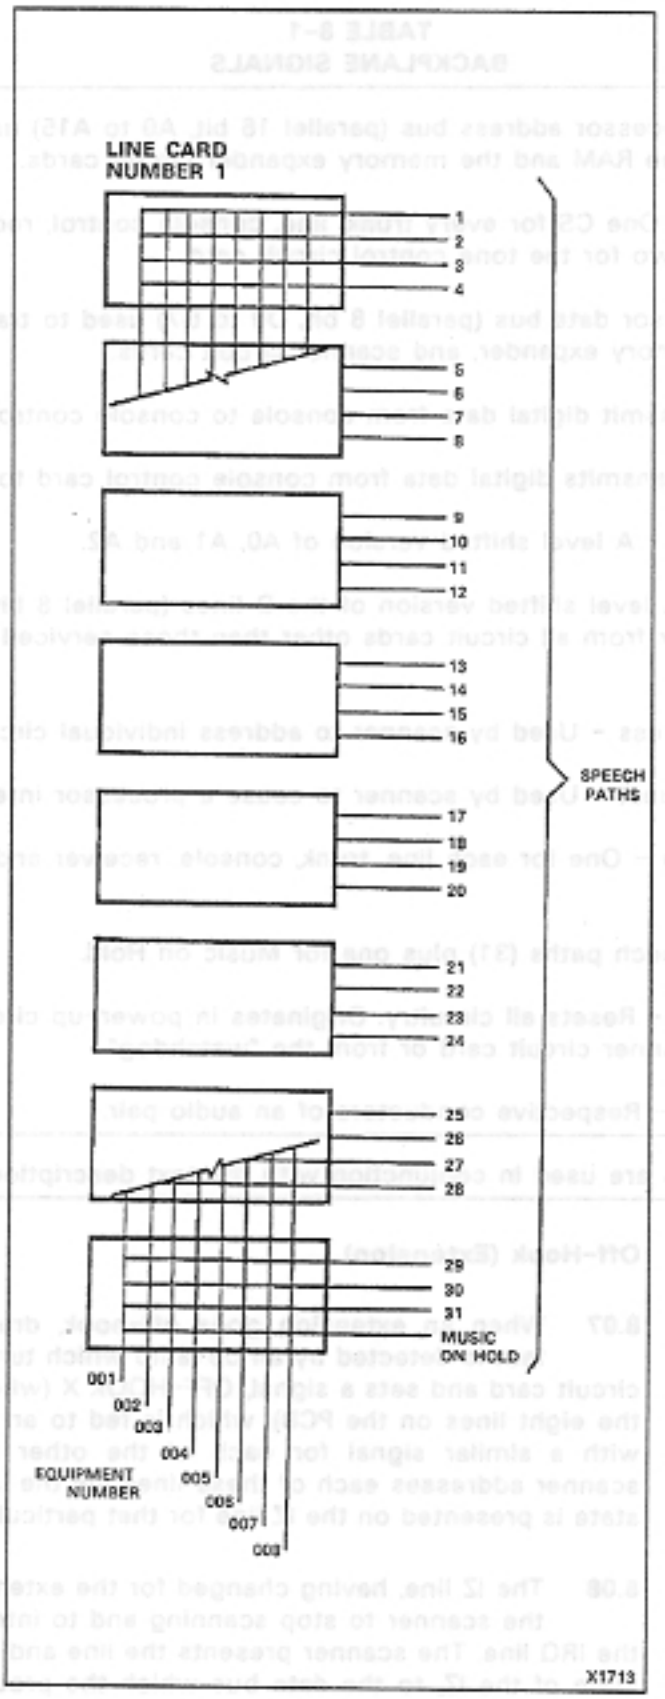

Figure 8-1 Speech Path Access Circuit
8.04 Each speech path (including the "Music on Hold" speech path) is directly wired on each line, trunk, tone, receiver and console control circuit card to an 8804 which can, under processor control, be connected to any circuit on the card (i.e., a line circuit, a tone generator, etc). The processor sends a card select (CS) signal to access a particular card together with a combination of address lines and data lines which close the required "contact". The concept discussed in the foregoing description is illustrated in Figure 8-1.